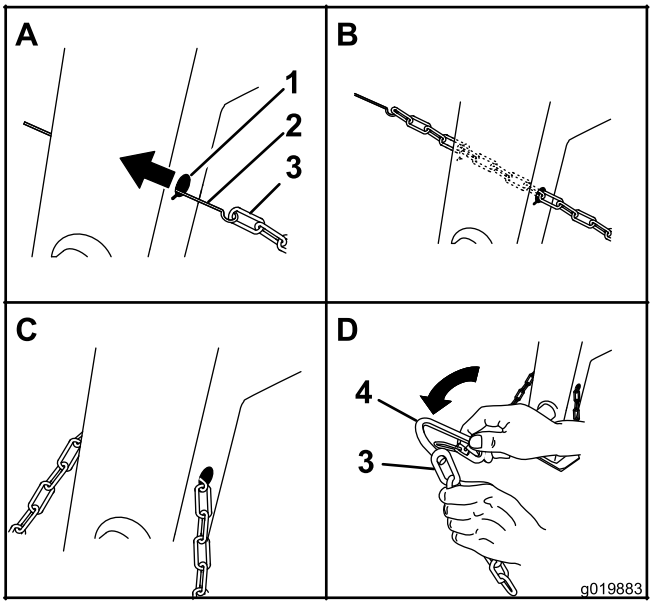

Figura 7
1. Forme un gancho en el extremo de un trozo de varilla flexible o alambre (no incluido) e introdúzcalo a través de ambos orificios en forma de bocallave de la pata delantera de la máquina (Figura 7).
2. Enganche la cadena de seguridad en la varilla o el alambre (Figura 7).
3. Tire de la varilla o del alambre con la cadena a través de ambos orificios en forma de bocallave (Figura 7).
1. Alinee el conector con el último eslabón de un extremo de la cadena de seguridad (Figura 7).
2. Pase el conector por el eslabón de la cadena hasta que se cierre (Figura 7).